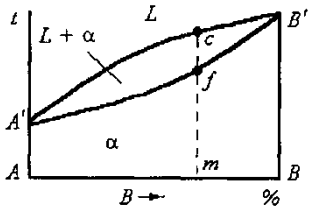

Рис. 24
59. Каким отрезком определяется концентрация компонента А в точке *m* диаграммы состояния (рис. 24)?